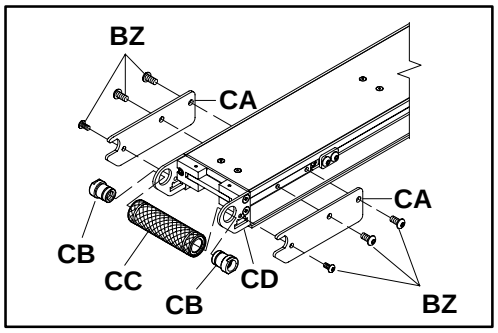
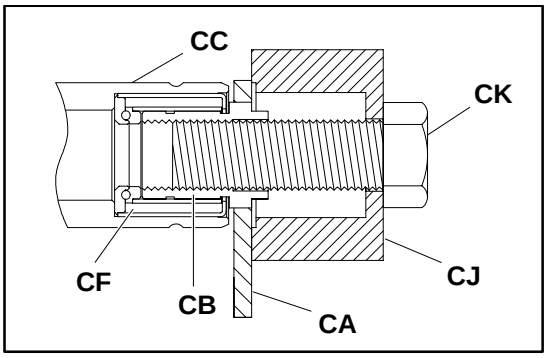

Abbildung 35
Abbildung 36
2. Die Schrauben der hinteren Deckplatte (BZ siehe Abbildung 35) und hintere Deckplatten (CA) zu beiden Seiten des Förderers abnehmen.
3. Den Lageramboß / das Lagerausbauwerkzeug (CJ siehe Abbildung 36), Teilnr. 25-09, über der Befestigungshülse (CB siehe Abbildung 35 oder Abbildung 36) positionieren.
4. Den Gewindebolzen (CK siehe Abbildung 36), Teilnr. 906-278, durch den Lageramboß / das Lagerausbauwerkzeug (CJ) und in die Befestigungshülse (CB) einführen.
5. Den Bolzen festziehen (CK), bis die Befestigungshülse (CB) von der Endantriebsplatte (CA) gelöst ist.
6. Die Befestigungshülse (CB) vom Bolzen (CK) abnehmen und auf der anderen Seite ebenso verfahren.
7. Die Rolle ausbauen (CC).